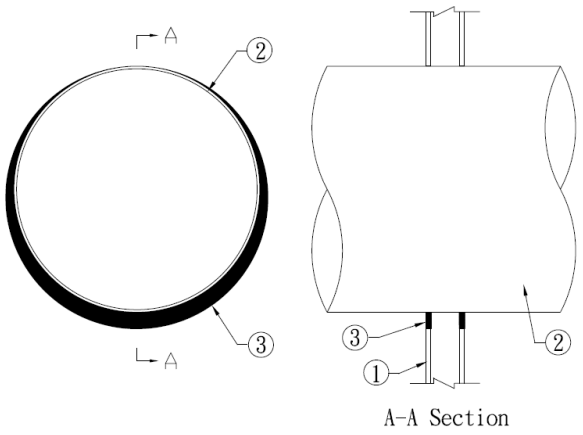

Figure 1. Through Penetration Firestop System
1. **SUPPORTING CONSTRUCTION:** Refer to Figure 1 and Table 1. Create a round through-opening in a symmetrical, Code-conforming, 1 hour fire-rated wall assembly consisting of the min. construction features of one of the following options:
2. PENETRATING ITEM: Refer to Figure 1 and Table 1. Position specified penetrating item in the opening made in the Supporting Construction (Item 1). Establish an annular space between the Penetrating Item and the Supporting Construction (Item 1).